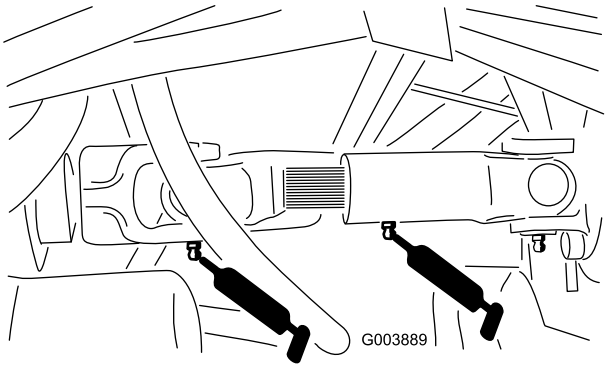

Figur 42
- 3 nipler på motordrivakslen (Figur 42)